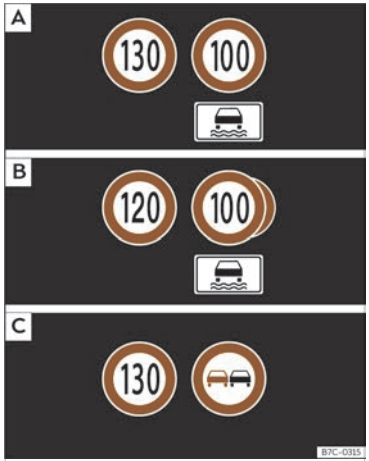

Abb. 5 Bildschirm im Kombi-Instrument: Beispiele für erkannte Geschwindigkeitsbeschränkungen oder Überholverbote mit ihren zugehörigen Zusatzzeichen.
Die vom System erkannten Verkehrszeichen werden am Display des Kombi-Instruments ››› **(Abb. 5)** und je nach installiertem Navigationssystem auch im Infotainment-System angezeigt.
Nach Überprüfung und Auswertung der Informationen der Kamera, des Infotainment-Systems sowie der aktuellen Fahrzeugdaten werden im System bis zu drei aktuelle Verkehrszeichen ››› **(Abb. 5)** B mit den entsprechenden Zusatzinformationen angezeigt.
- **Erste Stelle:** Das für den Fahrer gegenwärtig gültige Verkehrszeichen wird auf dem Bildschirm links angezeigt. Zum Beispiel die Geschwindigkeitsbegrenzung 130 km/h (100 mph) ››› **(Abb. 5)** A.
- **Dritte Stelle:** Hier wird ein Überholverbotsschild teilweise angezeigt. Wenn es ein gültiges Überholverbot gibt, aber kein damit verbundenes Geschwindigkeitsgebot, wird das Überholverbotsschild an zweiter Stelle angezeigt ››› **(Abb. 5)** C.